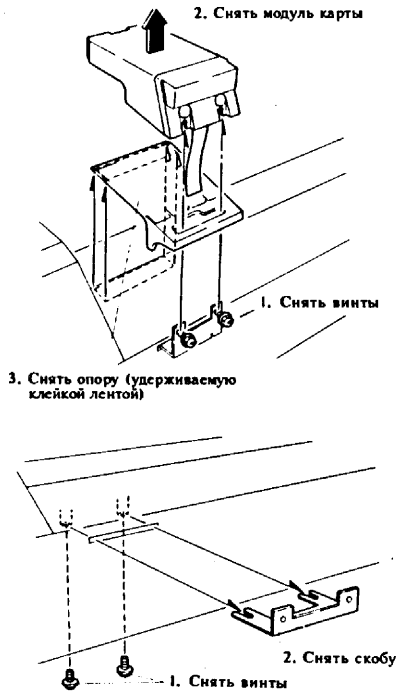

Рис.6 Снятие модуля карты
(6) Снять модуль карты (рис.6)